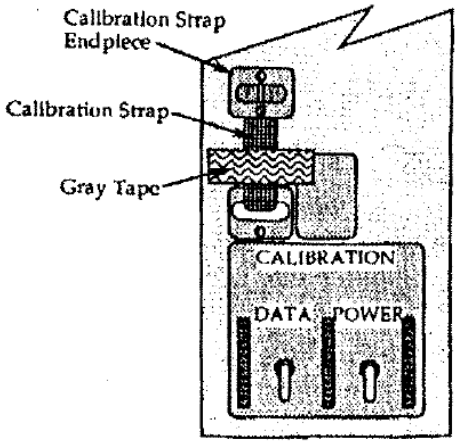

Figure 5 – Location for Gray Tape
17. Use Gray Tape to secure calibration strap to Ergometer housing. Refer to figure 5. This will prevent excess slack from potentially binding with flywheel/other Ergometer internal components